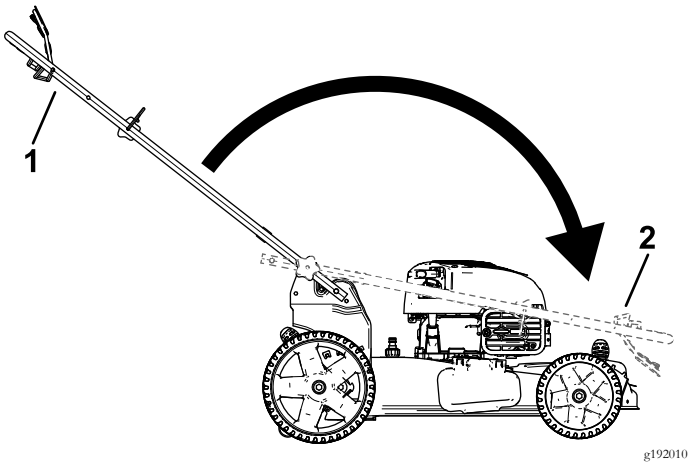

Рисунок 24
2. Сложите рукоятку, повернув ее вперед (Рисунок 24).